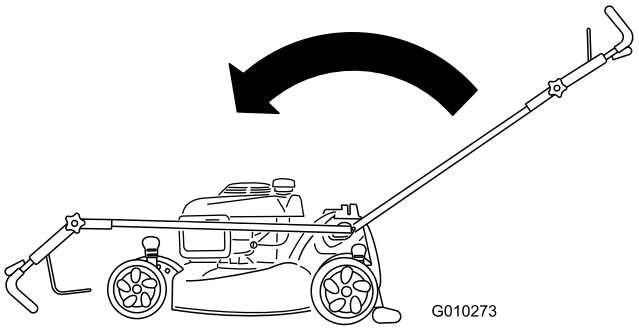

Figur 38
1. Handtagsreglage (2)
2. För handtaget framåt enligt Figur 38.